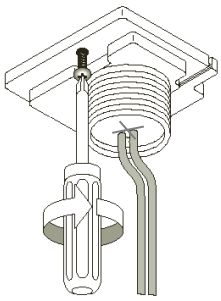

Fig.5
13. Réinstaller la connexion de câble rapide. (Fig. 5)